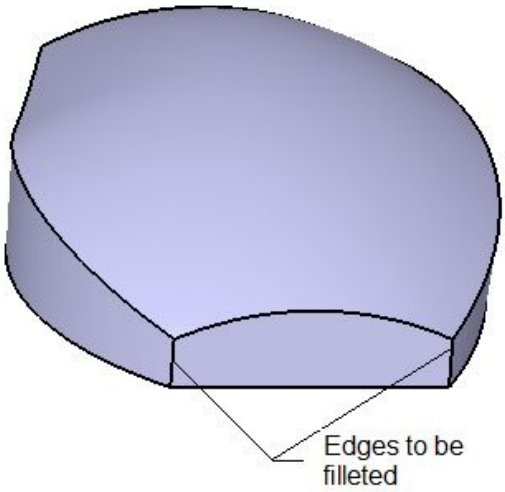

Figure 9-88 *Edges to be filleted*
c. Fillet the edges of the base feature, refer to Figures 9-88 through 9-91.
2. Select the edges, as shown in Figure 9-88, and set the value of the radius to **25** in the **Radius** spinner.